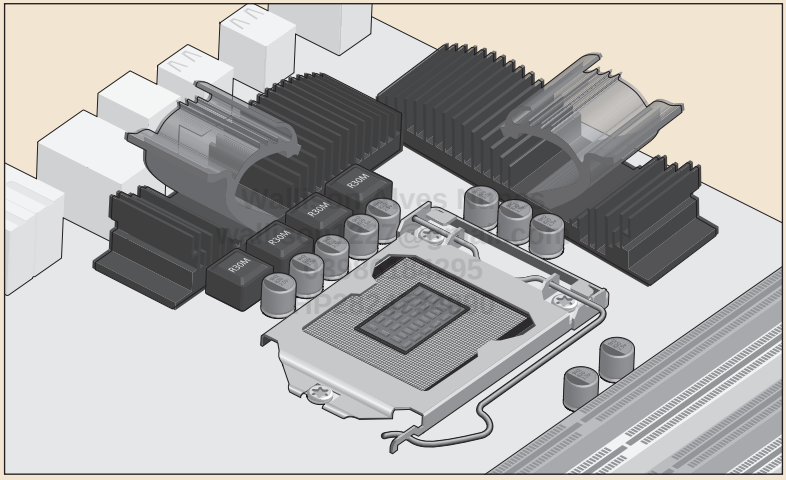

Figura 3.26: Circuito regulador de tensão.
Vamos aos pormenores. O circuito regulador de tensão normalmente está localizado entre o soquete do processador e os conectores localizados no painel traseiro da placa-mãe (ver Figura 3.26). Os seguintes componentes formam este circuito:
- Indutores (bobinas): os indutores podem ser de ferro ou ferrite. Os de ferrite são melhores, por apresentarem menor perda de energia, o que se traduz em menor consumo elétrico. Ver Figura 3.26.